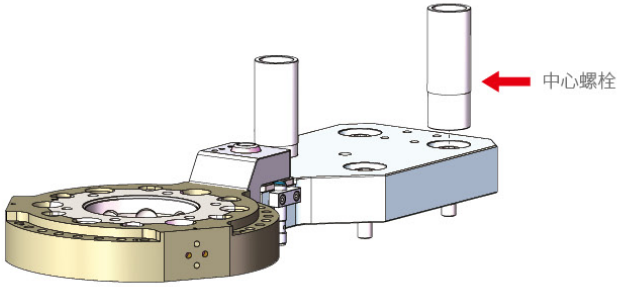

图 5.2 中心螺栓使用示意图
3. 用中心螺栓 1 挡住存放位置的悬浮储存装置（图 5.2）。